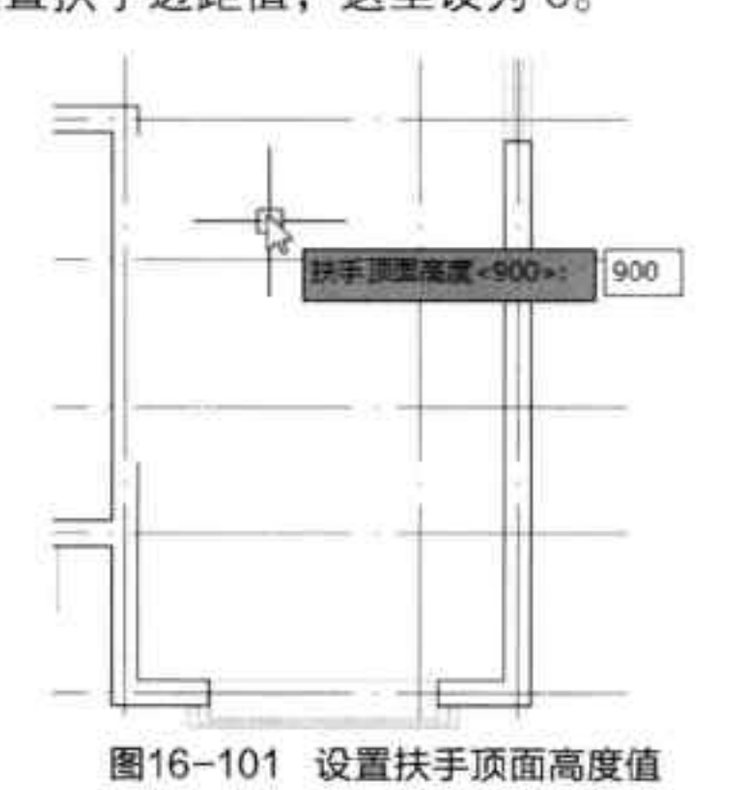

图16-101 设置扶手顶面高度值
Step 05 按回车键，设置扶手顶面高度值，这里为默认值，如图 16-101 所示。然后再次按回车键，设置扶手边距值，这里设为 0。